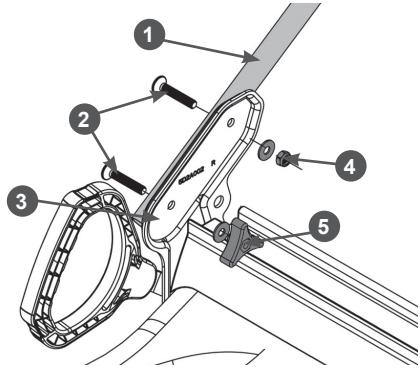

**Рис. 3 Установка нижней части рабочей рукоятки**
3. Установите нижнюю часть рабочей рукоятки. Совместите отверстия в кронштейне и рукоятках и закрепите нижнюю часть рабочей рукоятки на кронштейне с помощью болтов и гаек, как показано на Рис. 3